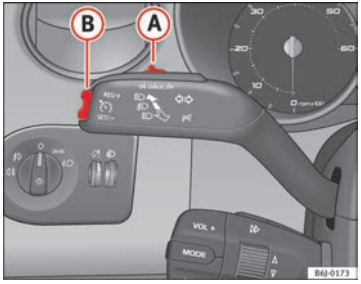

Fig. 122 Turn signal and main beam headlight lever: switch and rocker switch for the cruise control
- when the lever (A) is moved in the direction of **OFF** without fully being engaged.
To resume cruise control, release the brake or clutch pedal or reduce the vehicle speed to less than 180 km/h and press once on the upper part of the rocker switch **RES** ⇒ fig. 122 (B).